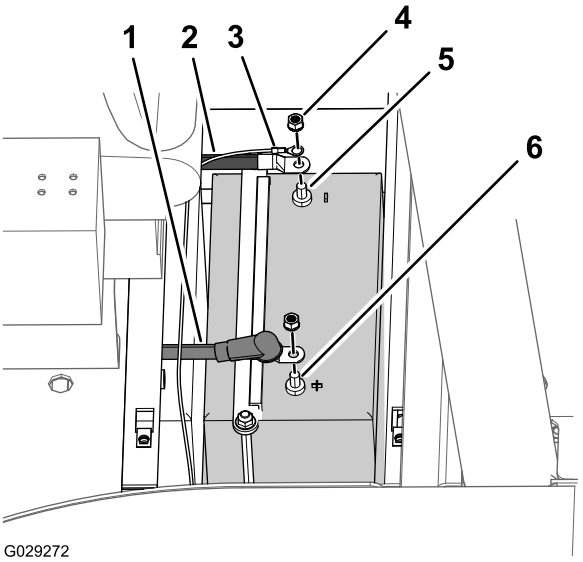

Figure 115
6. Remove the lock-washer nut (3/8 inch) securing the negative-battery cable and ring terminal to the negative stud of the battery and remove the cables from the battery (Figure 115).
7. Move back the insulator boot and remove the lock-washer nut (3/8 inch) securing the positive-battery cable to the positive stud of the battery and remove the cable from the battery (Figure 115).
1. Assemble the positive-battery cable into the positive stud of the battery (Figure 115) with the lock-washer nut (3/8 inch) that you removed in step 7 of Preparing to Disconnect the Components (page 73).
3. Assemble the negative-battery cable into the negative stud of the battery (Figure 115) with the lock-washer nut (3/8 inch) that you removed in step 6 of Preparing to Disconnect the Components (page 73).